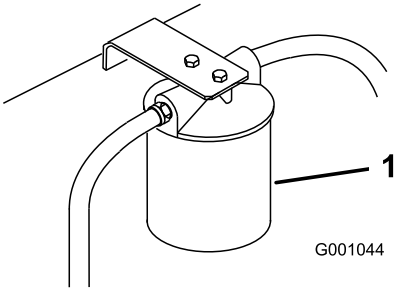

Figur 76
3. Plasser et tappefat under filteret, fjern det gamle filteret og tørk av filteradapterens pakningsflate (Figur 76).